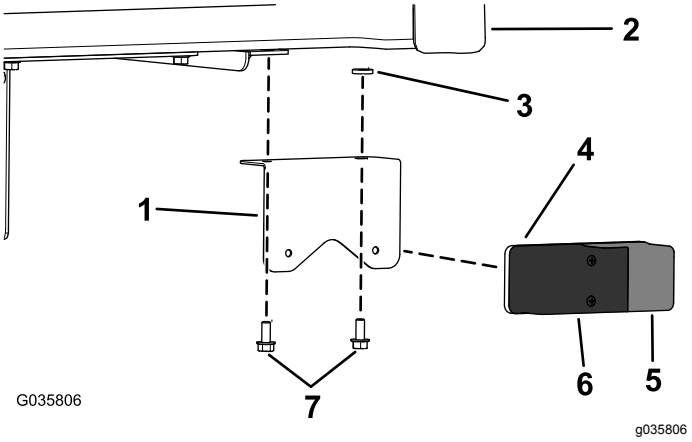

Figure 1
2. Fixez le feu stop/clignotant arrière au bas du plateau de chargement et au support du plateau de chargement à l'aide du support, de 2 vis à tête hexagonale (5/16" x 3/4") et 2 entretoises (5/16"), comme montré à la Figure 1.
Remarque: Placez bien le verre rouge (feu stop) à l'intérieur et le verre orange (clignotant) à l'extérieur (Figure 1).